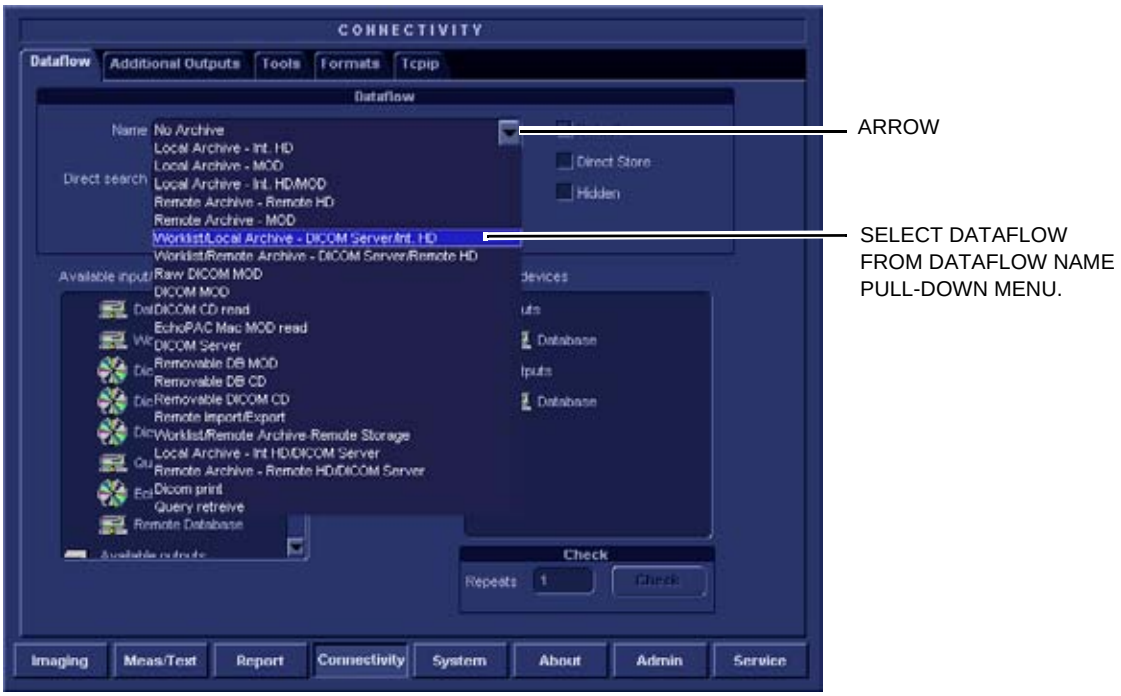

Figure 3-51 Select Dataflow
4.) Select the arrow to the right for the Name field to list all dataflows in a pull-down menu, see Figure 3-51.
5.) Select the dataflow you want to configure from the Dataflow Name pull-down list, see Figure 3-51.